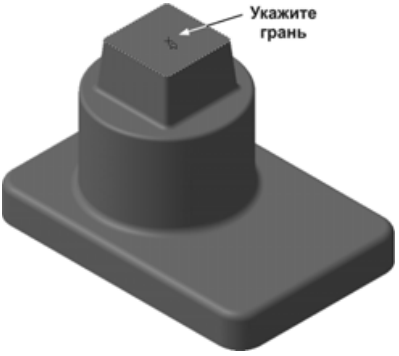

Рис. 2.83
- Укажите плоскую грань усеченной пирамиды для выбора (рис. 2.83).